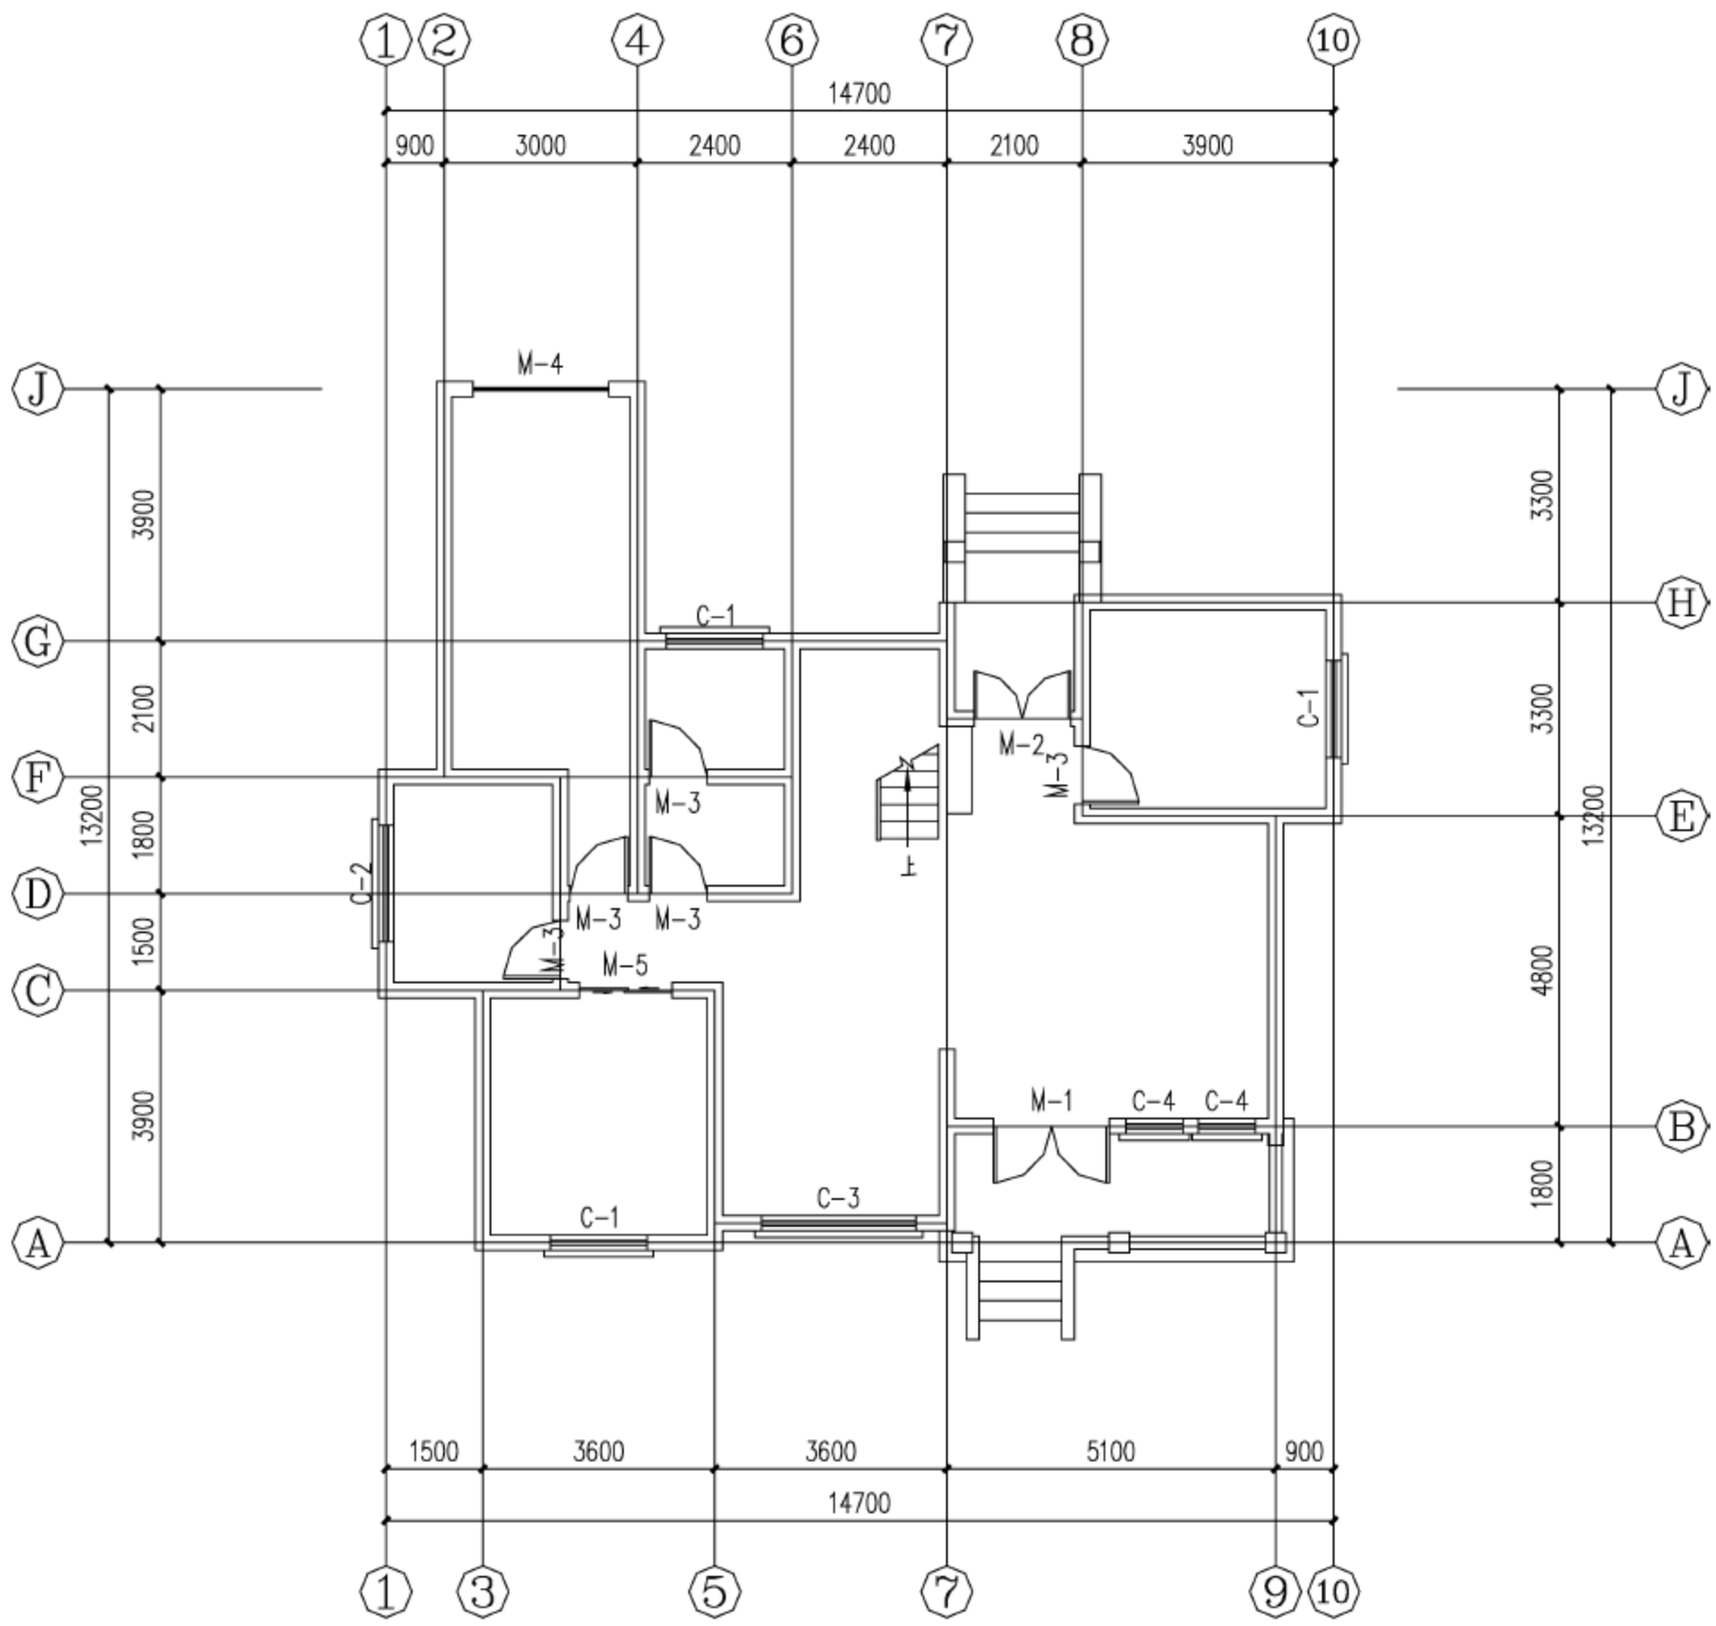

图 18-40　绘制台阶 2
(4) 其他位置处的平台和台阶的绘制方法基本相同，不再一一赘述，最终结果如图 18-40 所示。